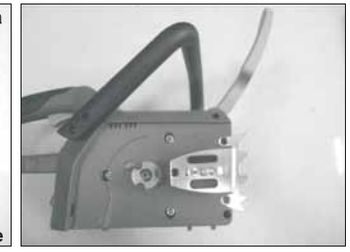

Fig.2A Fig.2B
2. O manípulo de tensão da corrente deve ser girado no sentido anti-horário. (Fig. 2A)
3. O manípulo de bloqueio do ajuste da barra deve ser girado no sentido anti-horário. (Fig. 2A)